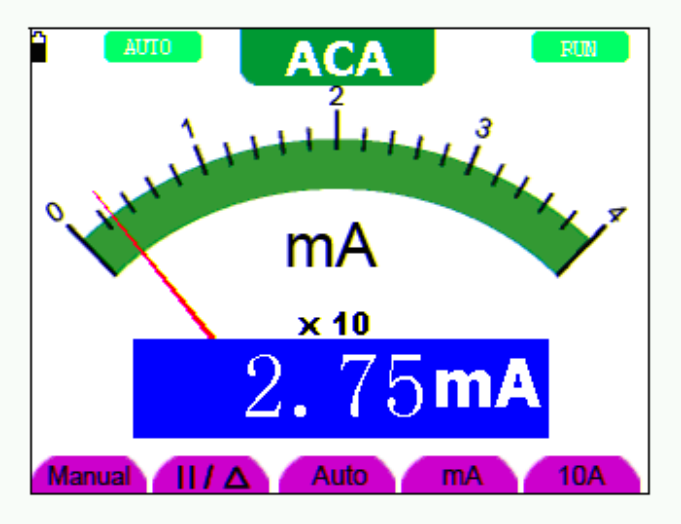

图 27：交流电流测量界面
4. 将红色和黑色表笔连接到被测点。屏幕将显示被测点的交流电流值。见图 27：